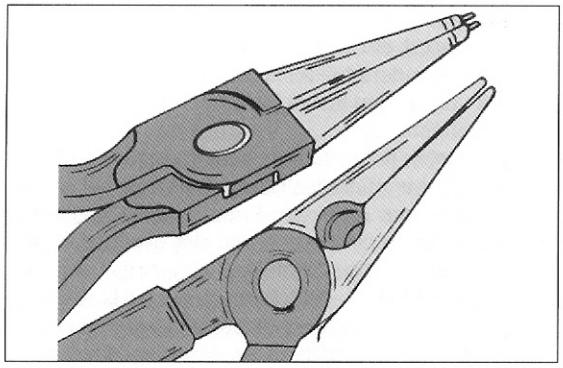
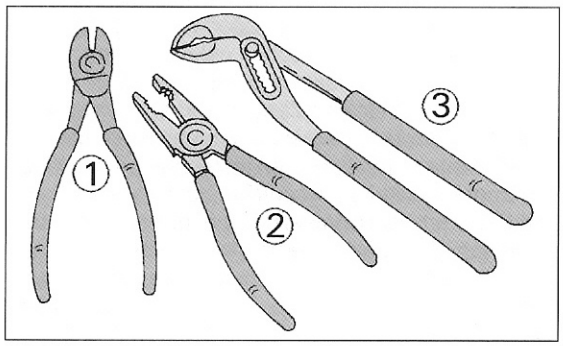

Bild 8
Bild 9
sparen. Als Beispiel sei hier einmal der Schlagschraubendreher erwähnt, ohne den sich die maschinell angezogenen Kreuzschlitzschrauben kaum lösen lassen, ohne dass man sie dabei beschädigt. Selbstverständlich kann er auch zum Anziehen verwendet werden, um einen gasdichten Sitz zu gewährleisten. Ebenfalls oft benötigt werden Seegerringzangen, da Getrieberäder, Wellen und ähnliche Teile meist durch Sicherungsringe gehalten werden, die sich mit einem Schraubenzieher nur schwer entfernen lassen. Es sind zwei Typen von Seegerringzangen erhältlich, einer für die Außensicherungsringe, welche mit der in Bild 8 gezeigten Zange geöffnet werden und eine für Innensicherungsringe. Sie sind mit geraden oder abgewinkelten Klauen erhältlich. Abgesehen von diesen Zangen schaffen Sie sich Zangen der in Bild 9 gezeigten Ausführungen an, d. h. Seitenschneider, Kombizange und Wasserpumpenzange.
- Kombizange, Wasserpumpenzange (Länge mindestens 240 mm) und Seitenschneider biegen, halten, drehen und trennen so ziemlich alle Materialien an Ihrem Fahrzeug. Die entsprechenden Zangen wurden bereits in Bild 9 gezeigt.